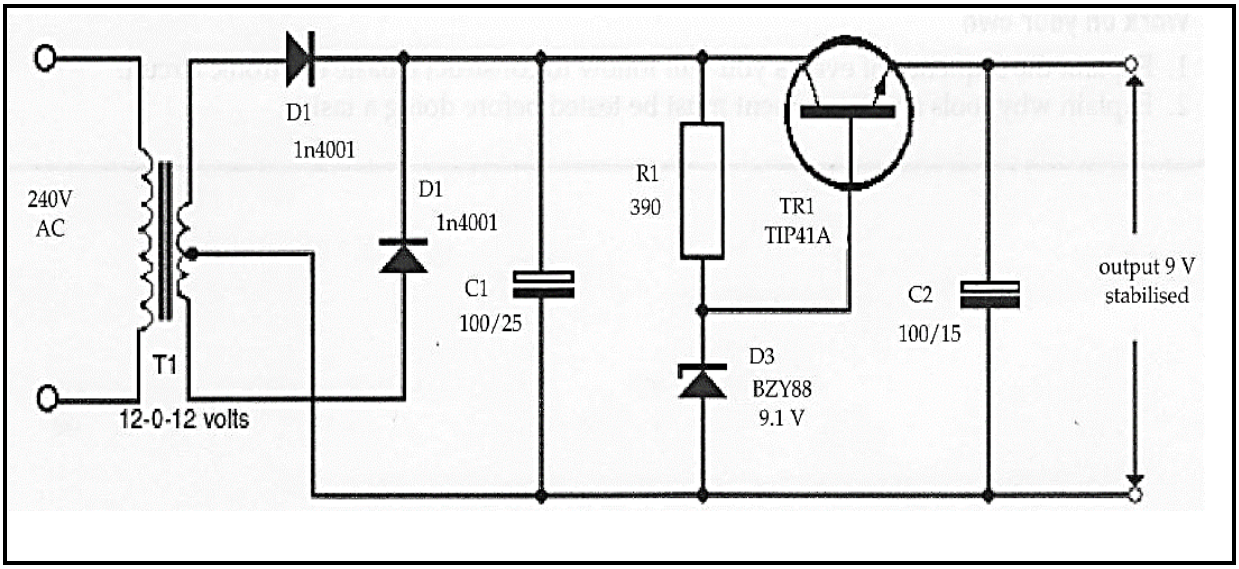

FIGURE 2
3.1 Analyse the circuit in FIGURE 2.
Draw up a materials list of components needed to build the PSU shown in FIGURE 2. Copy and complete the following table in the ANSWER BOOK.